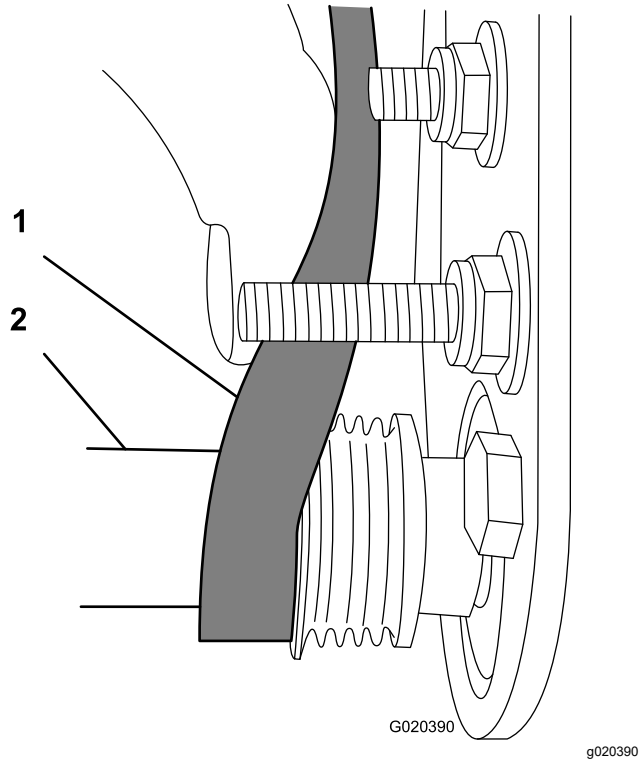

図 17
- **受動** プーリからベルトを掛け始める図 17。
- 深穴ソケット9/16"を使って、ブラシアセンブリを回転させながら、ベルトを受動プーリに掛けまわす図 17。